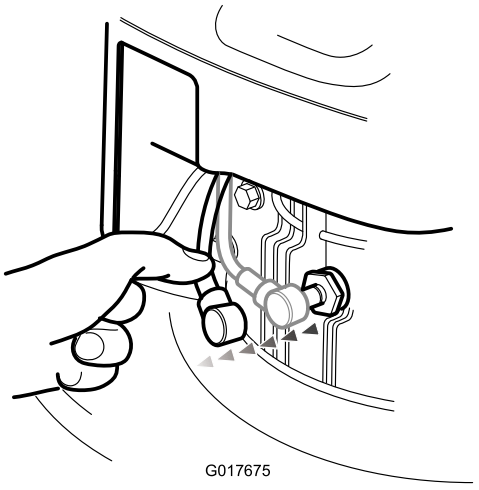

Figuur 21
2. Koppel de bougiekabel los (Figuur 21).